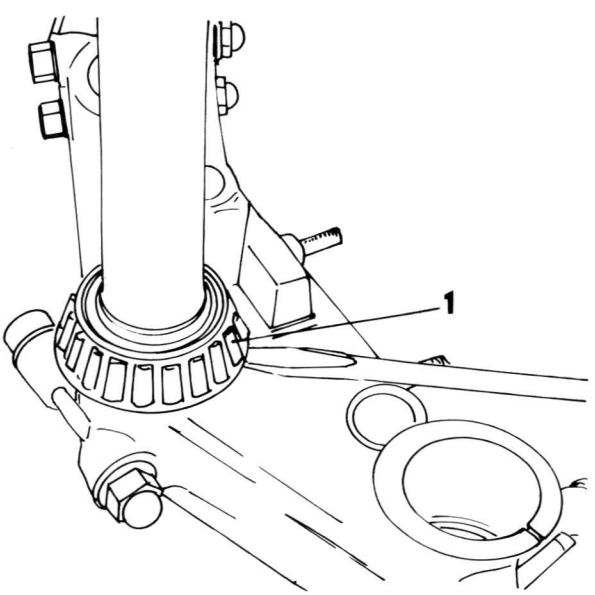

Bild 162
- Das untere Lenksäulenlager («1» in Bild 162) entfernen.